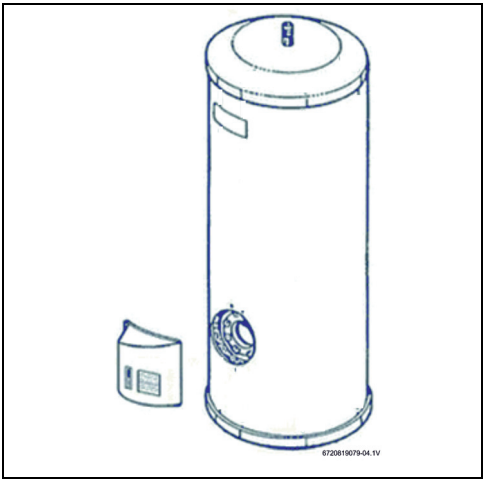

Fig. 16
- ▶ Retirar a tampa do termoacumulador (Fig. 16).